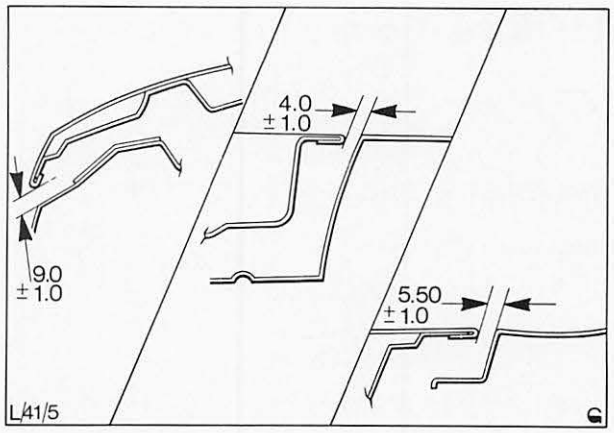

Abb. 24 Spaltbreiten – Motorhaube am vorderen Ende, am Windlaufoberteil und am Kotflügelfalz (v.l.n.r.)
b) Spalt zwischen Hinterkante – Motorhaube und Vorderkante – Windlaufoberteil sowie zwischen Haube und Kotflügel kontrollieren. Haube wie erforderlich an den Scharnieren verstellen, bis die vorgeschriebene Spaltbreite, Abb. 24, erreicht wird. Anschließend Scharnier-Befestigungsschrauben festziehen.